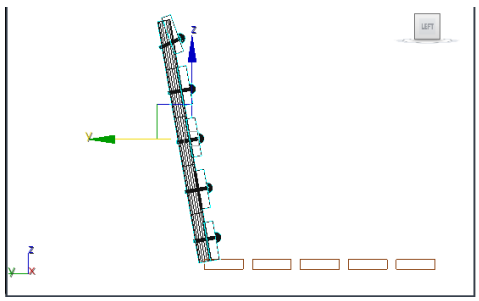

Figure 2-86 *Alignment of back support in the Left viewport*
3. Choose the **Select and Move** tool and align *back support* with *horizontal seat support*, as shown in Figure 2-86.